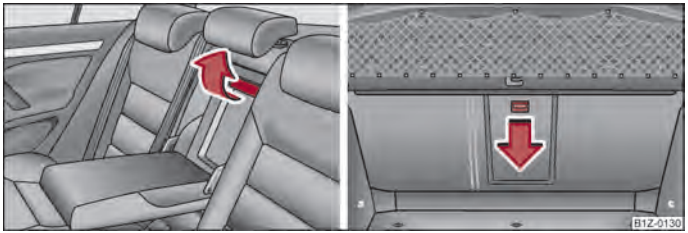

Fig. 87 Rear seats: Handle of lid/luggage compartment: Unlock button
– Pull the handle up to the stop in upward direction and fold open the lid downwards ⇒ fig. 87 - left.
– Push the unlock button downwards ⇒ fig. 87 - right and fold the lid (with armrest) to the front.